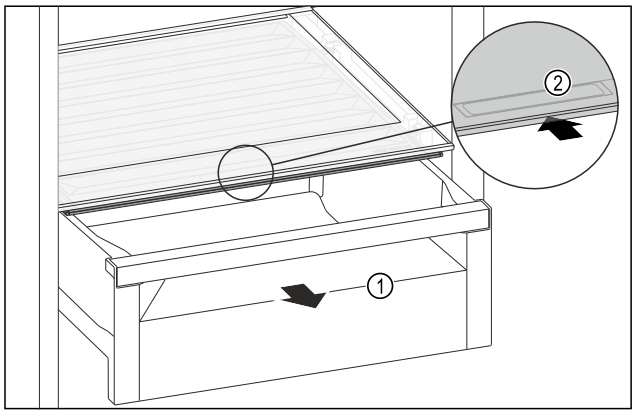

Fig. 176
▶ Izvlecite predal *Fig. 176 (1)*.
▶ Primite prijemalno vdolbino *Fig. 176 (2)* na pokrovu predala in pokrov predala istočasno potisnite nazaj.